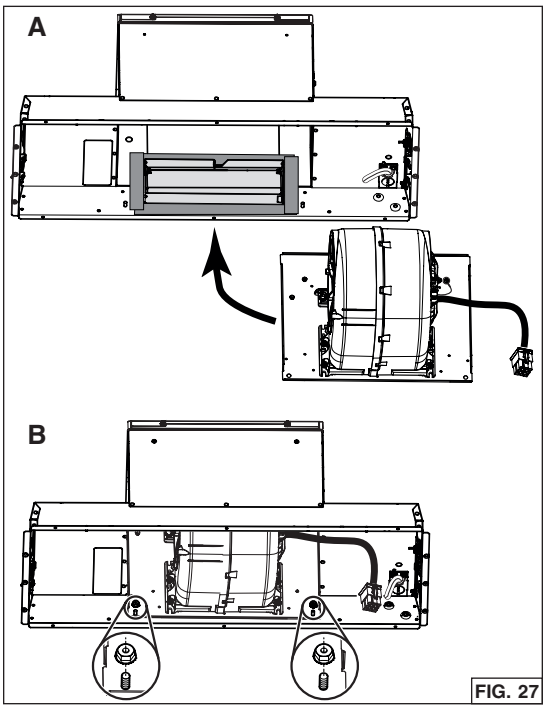

FIG. 27
5. Insert the blower with its support plate inside the unit, where the back plate was initially (**A**). Attach to the unit using 2 nuts previously removed in step 8 on page 11 (**B**) (FIG. 27).